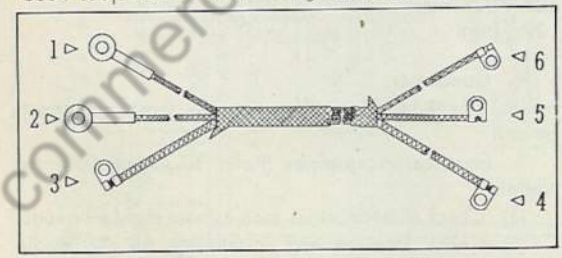

Fig. 5. Generator to Regulator & Filter Wiring Harness
23. Generator to Reg. Filter Harness (See Fig. 5)
B. Generator to Regulator and Filter Harness (Fig. 5)—Generator to regulator and filter harness extends from field and armature circuit filters on dash, along left-hand side rail, to field and armature terminals on generator.